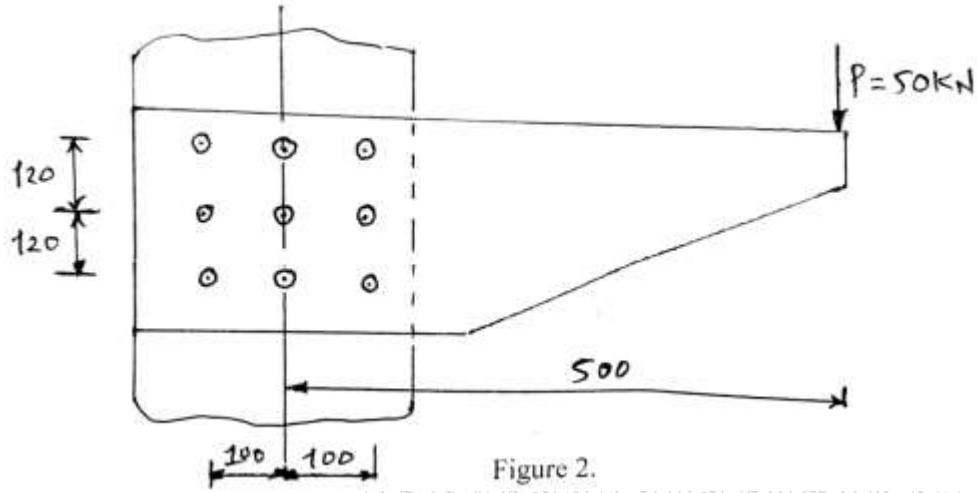

Figure 2.
Q.8 A bracket as shown in figure 2 is to carry a load of 50 KN. Determine the size of the rivet if the shear stress is not to exceed 45 Mpa. Assume all rivets of the same size 13